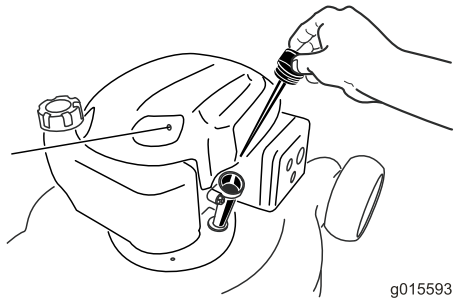

Figur 6
2. Ta ut oljestickan (Figur 6) och häll på olja i påfyllningsröret till ungefär 3/4 av vevhusets oljekapacitet.